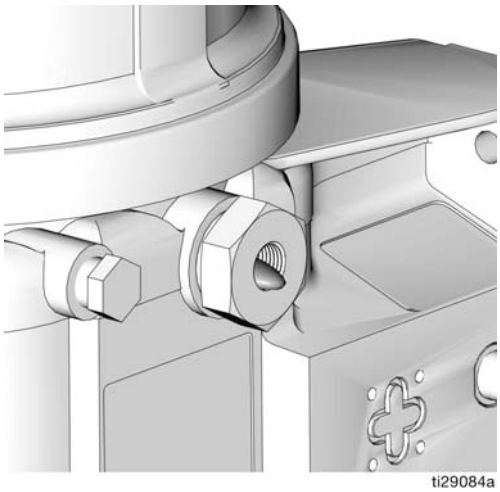

FIG. 18
2. Only run pump until air is no longer dispensed with the lubricant coming out of element fitting (FIG. 18).